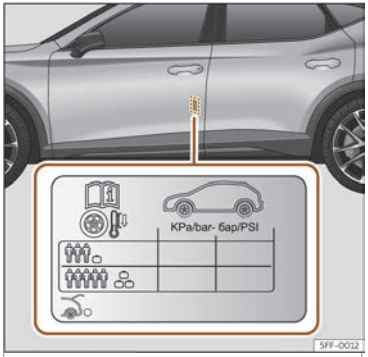

Fig. 223 Ubicació de l'adhesiu de la pressió d'inflament dels pneumàtics.
- Adapteu la pressió dels pneumàtics a la càrrega que porta el vehicle››› **fig. 223**.
Els valors de la pressió d'inflament s'indiquen a l'etiqueta adhesiva situada a la zona posterior del marc de la porta davantera esquerra ››› fig. 223.
La pressió dels pneumàtics s'ha d'adaptar a la càrrega actual del vehicle. Si el vehicle anirà carregat al màxim, heu d'augmentar la pressió d'inflament al valor màxim de càrrega indicat a l'etiqueta adhesiva››› fig. 223.
En el cas d'una roda d'emergència minimitzada (125/70 R18), infleu-la a 4,2 bar de pressió segons s'indica a l'etiqueta de pressió dels pneumàtics››› fig. 223.
- **El conductor és responsable que tots els pneumàtics del vehicle estiguin inflats a la pressió correcta. La pressió d'inflament recomanada s'indica en un adhesiu ››› fig. 223.**
- **Amb els pneumàtics en fred, s'ha de mantenir sempre la pressió indicada a l'adhesiu››› fig. 223.**